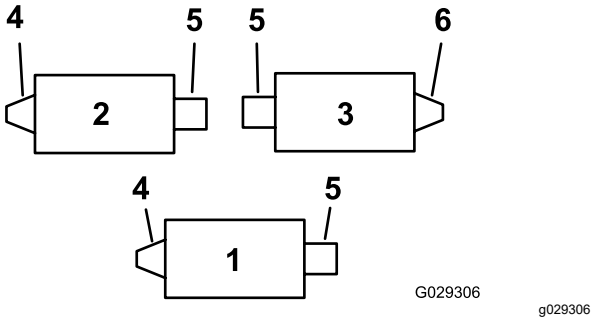
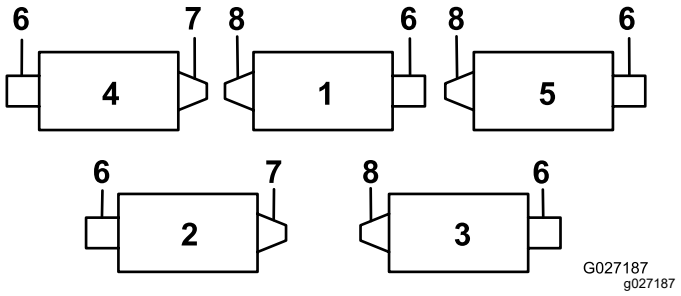
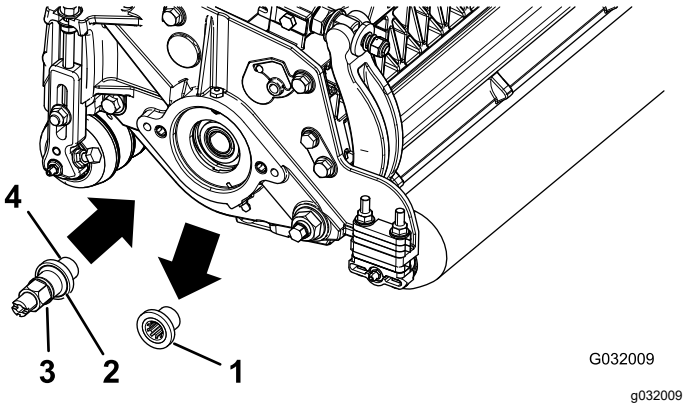
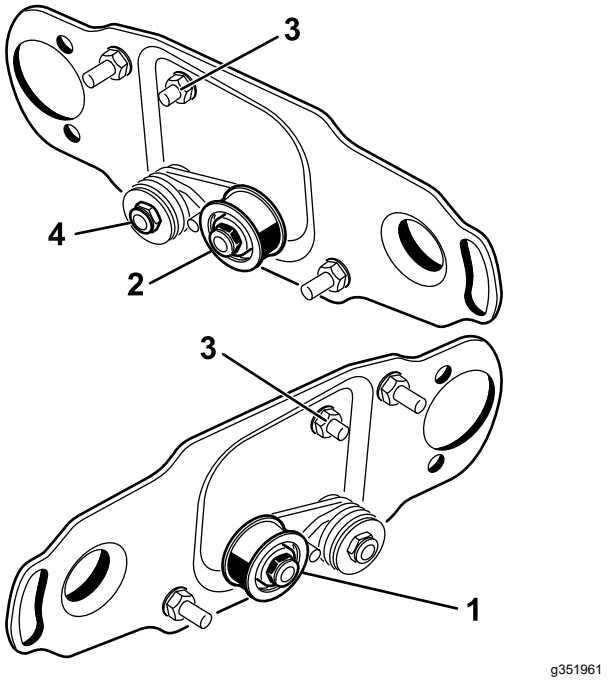

Figure 1
Figure 2
Figure 3
Figure 6
Use Figure 1 to determine the position of the roller brushes and reel motors for a Reelmaster 3100-D machine and Figure 2 for a Reelmaster 7000-D machine.
2. Remove the cutting-unit threaded insert for the rear-roller-brush drive (Figure 1 and Figure 2) and discard it (Figure 3).
Note: Left-handed inserts are on Reelmaster 3100 Cutting Units 1 and 2 (Figure 1) and Reelmaster 7000 Cutting Units 1, 3, and 5 (Figure 2).
4. Apply thread-locking compound to the driveshaft threads (Figure 3) and install the driveshaft, torquing it to 115 to 128 N·m (85 to 95 ft-lb).
Note: Right-hand drives are on Reelmaster 3100 Cutting Unit 3 (Figure 1) and Reelmaster 7000 Cutting Units 2 and 4 (Figure 2).
For right-hand rear roller brush drives (Figure 1 and Figure 2), reverse the idler pulley assembly to mount on the **right end** of the cutting unit (Figure 6) as follows:
1. Remove the idler pulley assembly from the left end of the cutting unit and mount it to the lower hole in the brush plate on the right end of the cutting unit (Figure 6).
2. Remove the carriage bolt and nut and relocate them to the upper hole previously occupied by the idler pulley assembly (Figure 6).